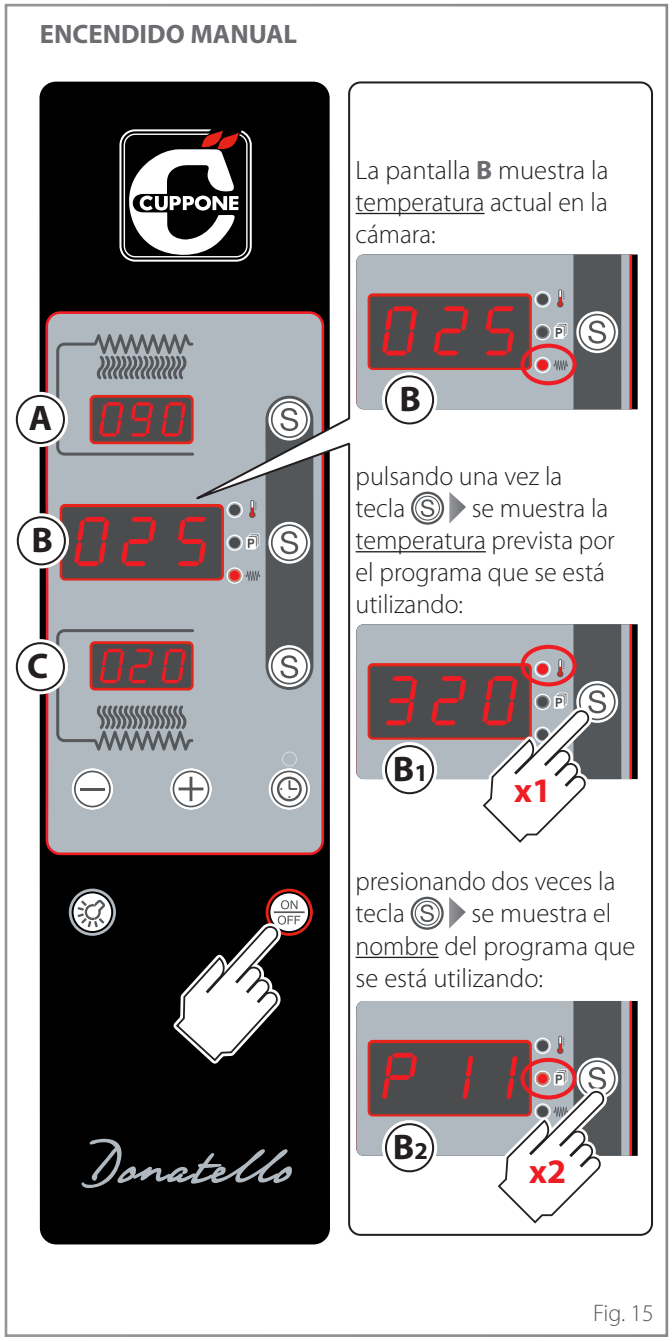

Fig. 15
Consulte ▶ el cap. "Encendido manual" en la página 15 y Fig. 15
▶ Fig. 15